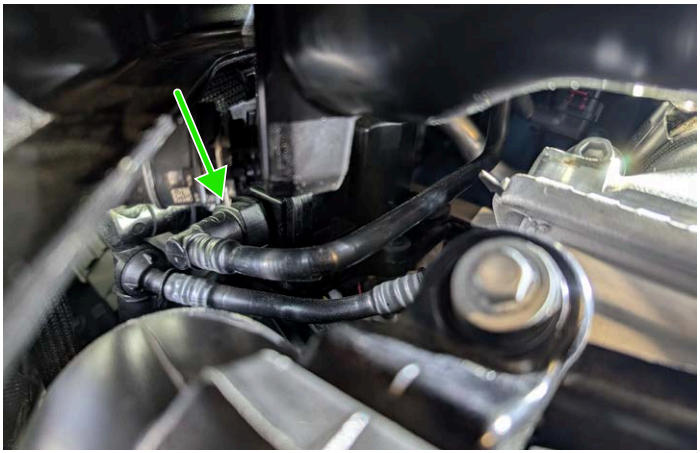

Figure 3 - Factory PCV Line Connection
2. Unclip the line shown in **Figure 3** by squeezing the button and gently pulling the line out.